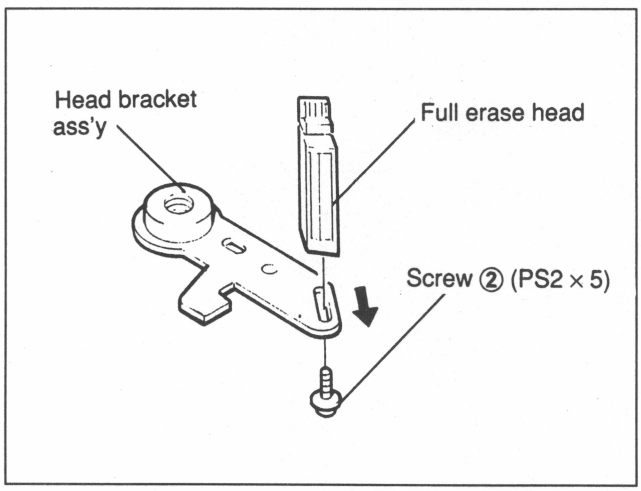

Fig.7-23-2 Full Erase Head Replacement
2. Full Erase Head Removal (Fig. 7-23-2)